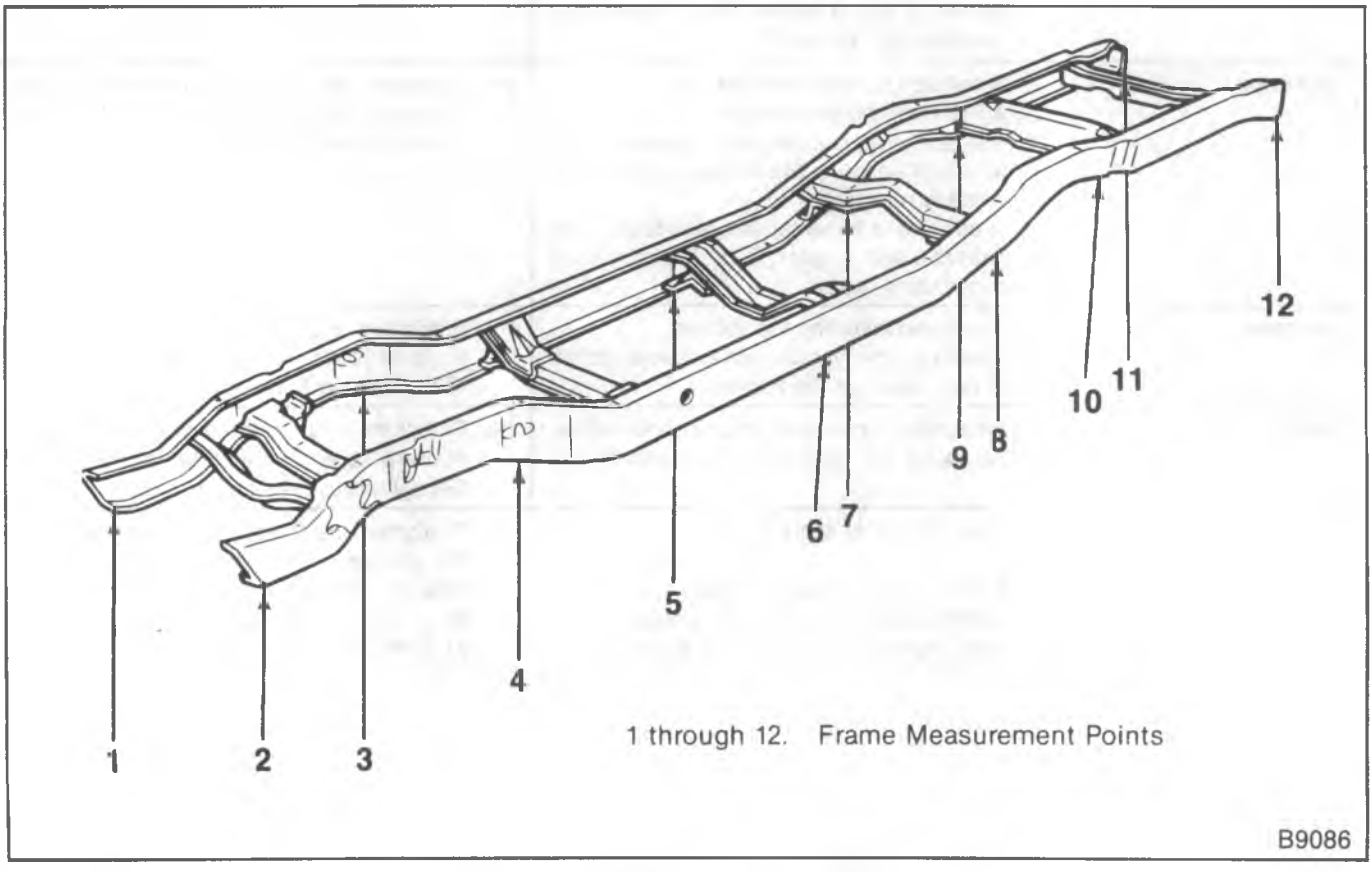

Figure 1—R/V and P-Model Frames
DETERMINING THE FRAME CENTERLINE (Figure 1)
a. Using a plumb bob, transfer points 1, 2, 11, 12 from the inside of the web to the floor. Mark the points (figure 1).